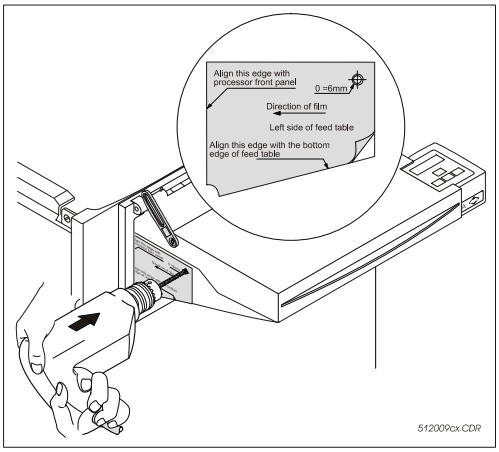

Figure 6: Left drilling template on the film feed table
3. Attach the enclosed left drilling template (see figure 6).